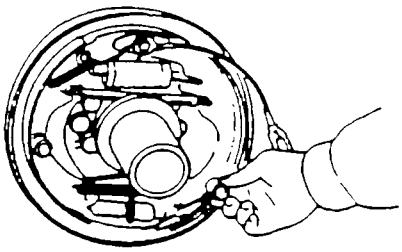
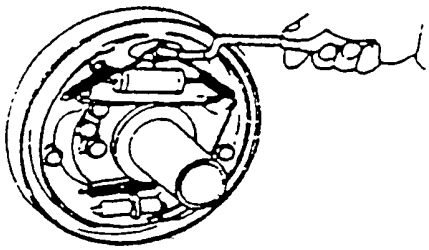

Fig. 2-23
Fig. 2-24
(5) Install the brake cable assembly on the backing plate with an E-retainer.
(6) Install shoes on the backing plate with hold-down springs. See Fig. 2-23.
(7) Put the spring on the parking push rod then install the rod on the shoe.
(8) Install the shoe guide plate on the anchor pin, and install the shoe return spring on primary brake shoe firstly and secondary brake shoe secondly. See Fig.2-24.